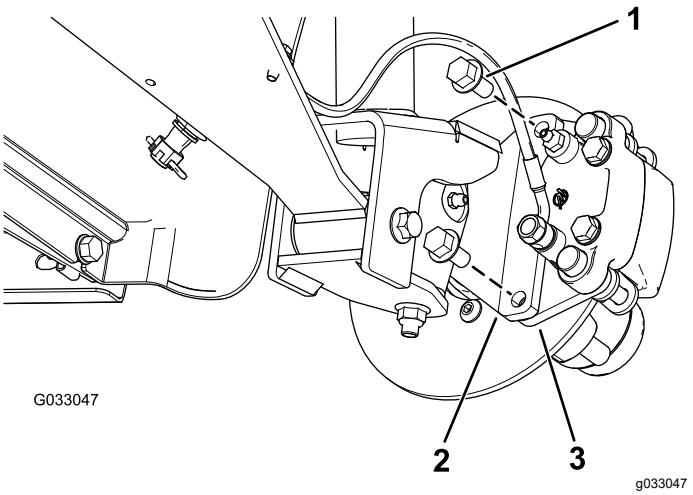
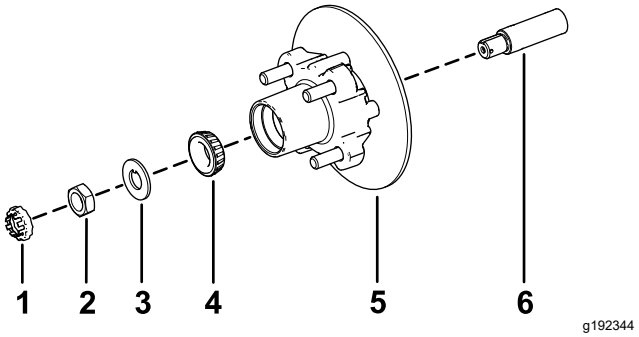

Bild 30
Bild 34
3. Entfernen Sie die Bundkopfschrauben (⅜" x ¾"), mit denen die Halterung für die Bremse an der Spindel befestigt ist, und nehmen die Bremse von der Spindel ab (Bild 30).
1. Fetten Sie die Spindel leicht mit der angegebenen Fettsorte ein (Bild 34).
2. Montieren Sie die Radnabe und den Drehzylinder an der Spindel mit dem Drehzylinder innen (Bild 34).
3. Montieren Sie das Außenlager an der Spindel und setzen das Lager auf den äußeren Lagerring (Bild 34).
4. Legen Sie die Nasenscheibe auf die Spindel (Bild 34).
5. Schrauben Sie die Spindelmutter auf die Spindel und ziehen Sie die Mutter auf ein Drehmoment von 15 N·m an, während Sie die Radnabe drehen um das Lager zu fixieren (Bild 34).
2. Fluchten Sie die Bremsbeläge mit jeder Seite des Drehzylinders (Bild 30) und die Löcher in der Bremsbackenhalterung mit den Löchern im Bremsenhalter des Spindelrahmens aus (Bild 34).
3. Befestigen Sie den Bremsbackenhalterung mit den beiden Bundkopfschrauben (⅜" x ¾") am Spindelrahmen (Bild 30).